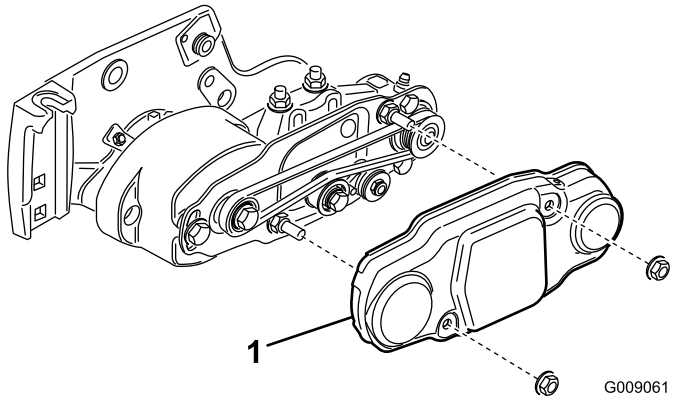

Bild 15
3. Entfernen Sie die zwei Befestigungsmuttern der Rollenbürstenabdeckung und nehmen Sie die Abdeckung ab (Bild 15).